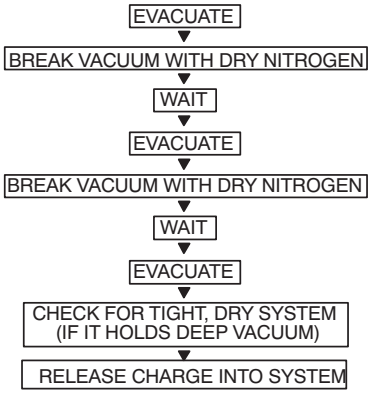

Fig. 34 — Triple Evacuation Method
The triple evacuation method should be used when vacuum pump is not capable of pumping down to 500 microns and system does not contain any liquid water. Refer to Fig. 34 and proceed as follows:
5. Repeat this procedure as indicated in Fig. 34. System will then be free of any contaminants and water vapor.